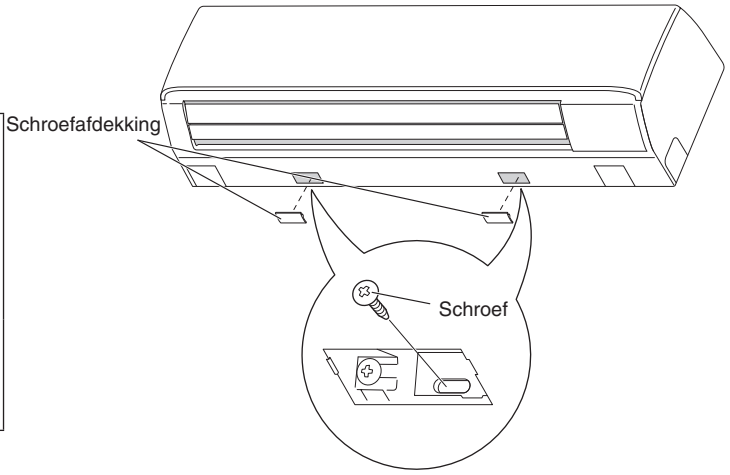

Afb. 3-34
(1) Verwijder de schroefafdekking aan de onderzijde. (Afb. 3-34)
(2) Maak het frame vast aan het achterpaneel met de 2 meegeleverde zelftappende schroeven van 4 × 10 mm. (Afb. 3-34)